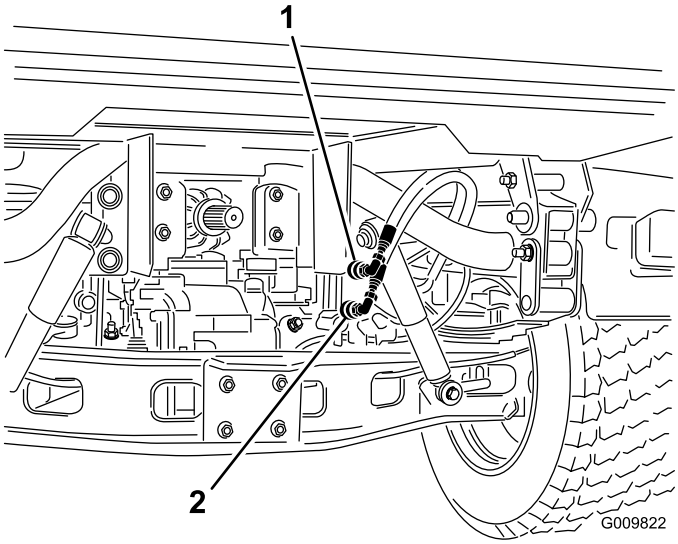

Figur 71
2. Koppla bort båda fordonens snabbkopplingsslangar från slangarna som sitter fast vid kopplingsfästet (Figur 71).